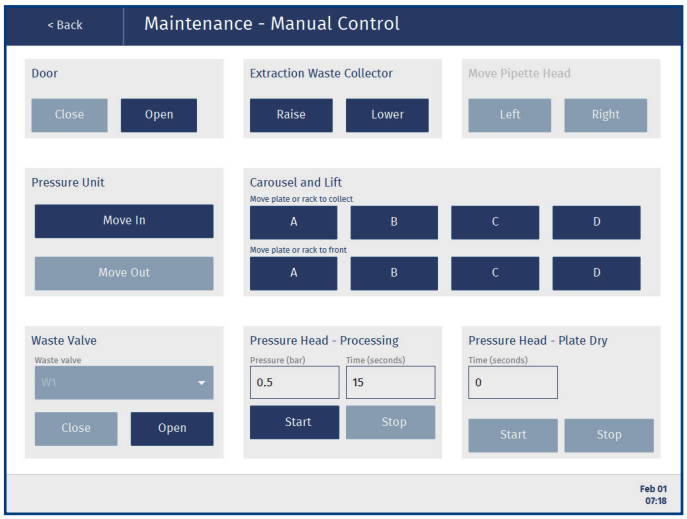

图 83. Manual Control 视图。
b. 在 **Manual Control** 视图中（参见图 83），按 **Door** 字段中的 **Close**。